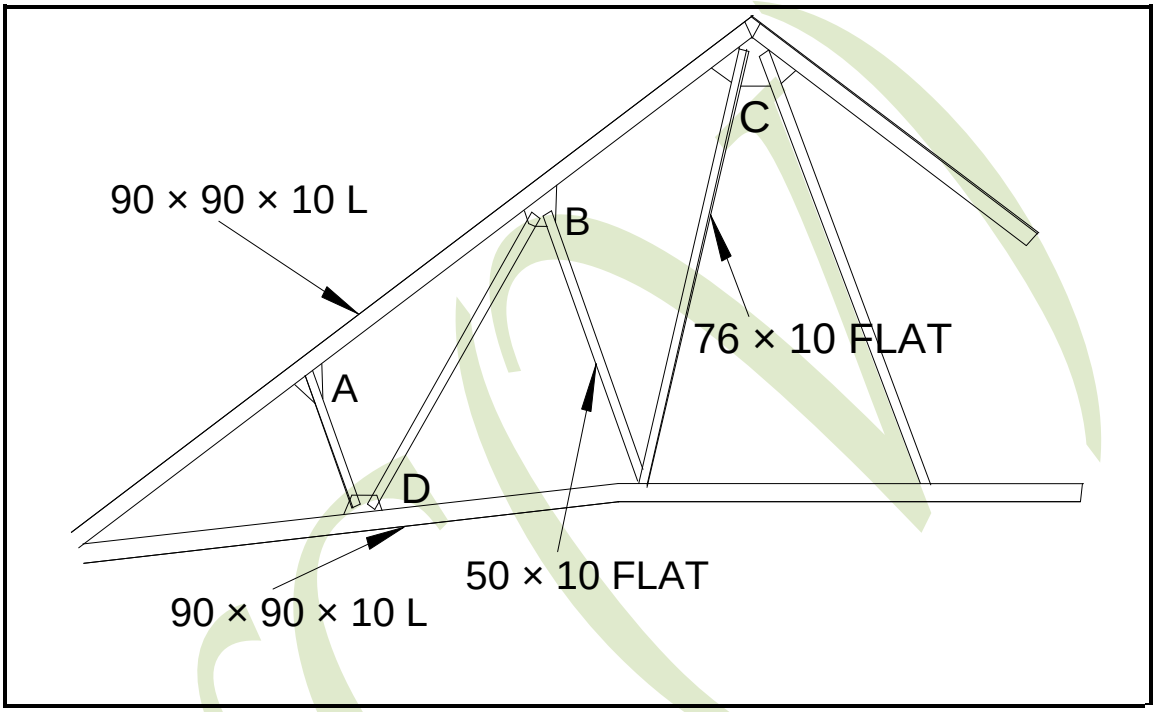

FIGURE 1 (20)
2.1 FIGURE 1 below shows a simple steel roof truss. The webs are joined with 20 mm rivets onto gussets.